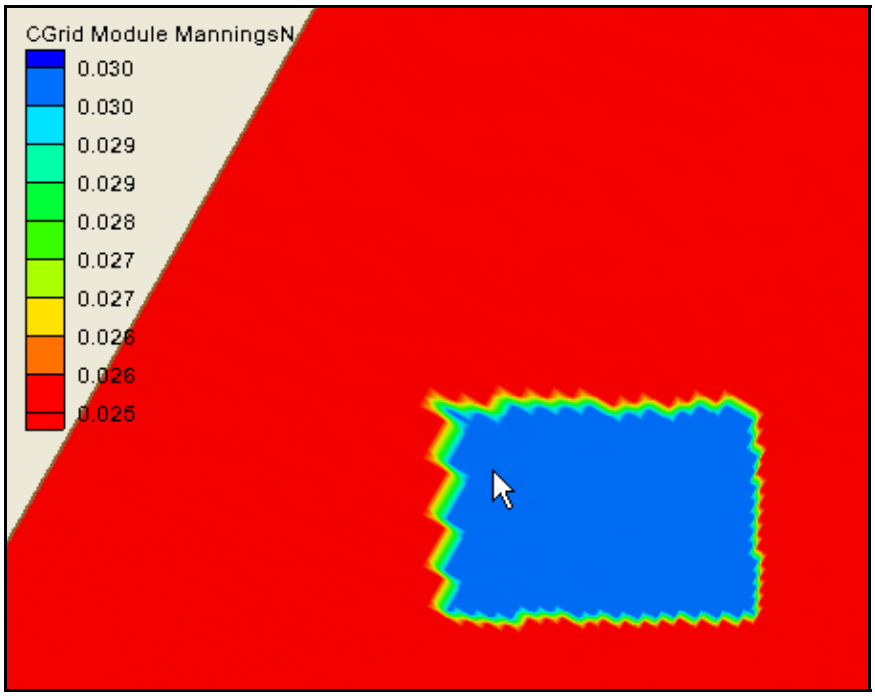

Figure 24. Contoured display of bottom friction values.
4. Each selected cells bottom friction value has now been modified and can be viewed with scalar contours if desired. Figure 24 shows a contour representation of bottom friction values for illustrative purposes only. No bottom friction modifications have been used for this basic Humboldt CMS grid.